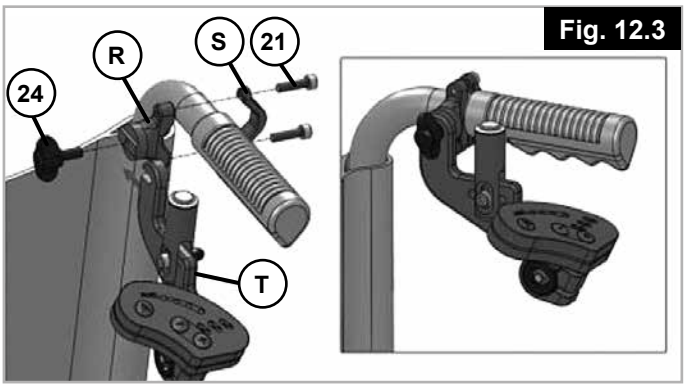

Fig. 12.3
Draai de vleugelmoer (24) los om de bedieningseenheid (T) volledig te verwijderen en in de opbergzak op te bergen. Haal hiertoe de bedieningseenheid (T) door de ritssluiting aan de achterzijde van de opbergzak en berg hem op in het rechtervak van de opbergzak (fig. 12.3).